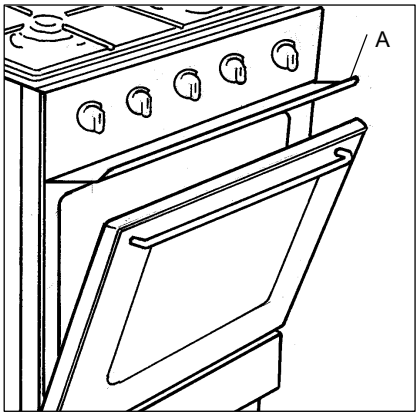

fig. 5
- Ouvrez la porte du four et mettez le déflecteur « A » en place (fig. 5).